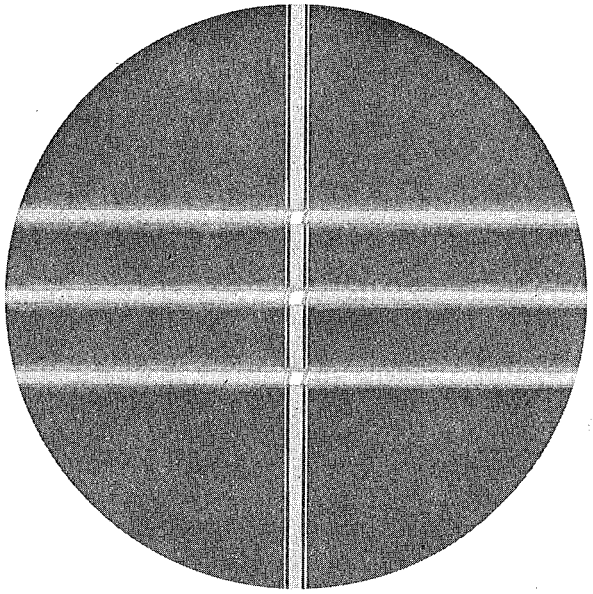
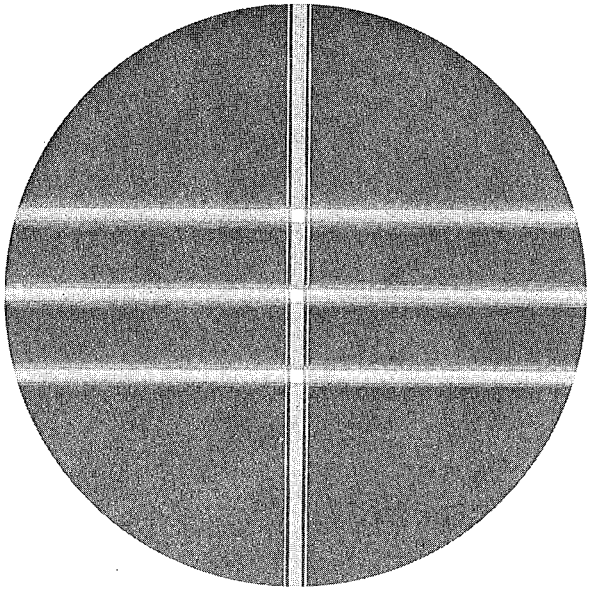

Figure 4A
Figure 4B
3. Using the axis wheel (17), rotate the target. The target is on axis when the three sphere power lines are continuous. When it is off axis these lines are not continuous, as in Figure 4A. Once lens or axis wheel is rotated to the proper axis, the lines will become continuous, as in Figure 4B.
3. Using the axis wheel (17) rotate the target. The target is on axis when the three sphere power lines are continuous. When it is off axis, these lines are not continuous, as in Figure 4A. Once lens or axis wheel is rotated to the proper axis, the lines will become continuous, as in Figure 4B.